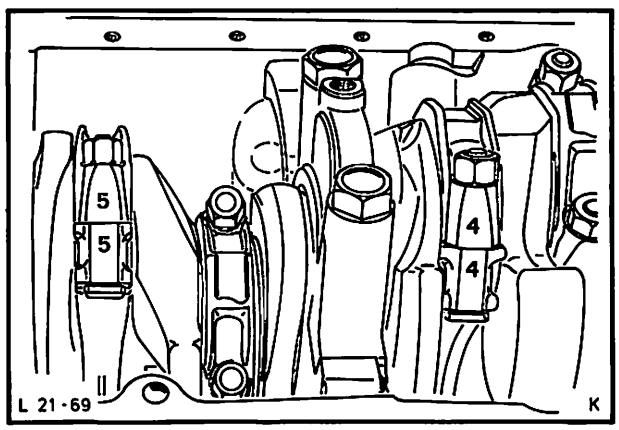

Abb. 96 Kennzeichnung Pleuellager
25. Kennzeichnung aller Pleuel- und Hauptlagerdeckel für den späteren Wiedereinbau überprüfen, Abb. 96.